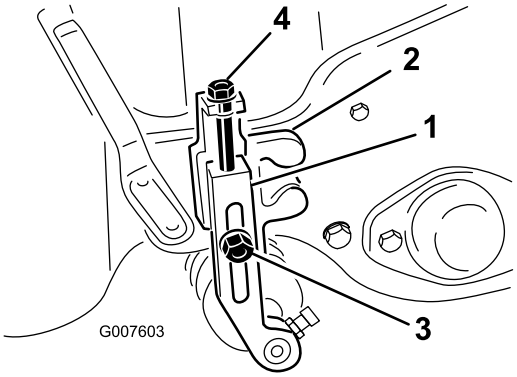

Rysunek 47
2. Poluzuj przeciwnakrętki mocujące ramiona wysokości cięcia do wsporników wysokości cięcia (Rysunek 47).